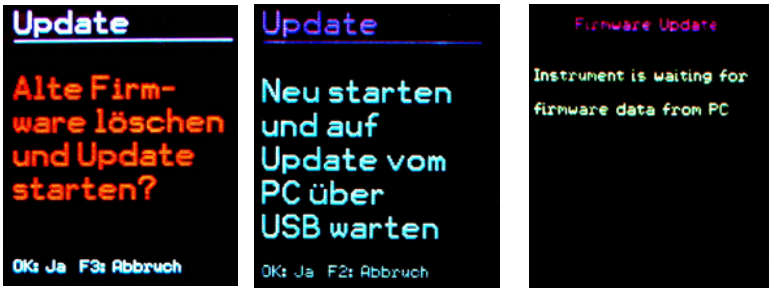

Bild 53: Firmware-Update
6. Wählen Sie am VM31 im Menü „Geräteeinstellungen“ den Punkt „Firmware-Update“ und bestätigen Sie die Warnung und den nachfolgenden Hinweis durch Drücken von OK. Damit ist die alte Firmware gelöscht. Das VM31zeigt nun an, dass es auf neue Firmwaredaten von der USB-Schnittstelle wartet (Bild 53).